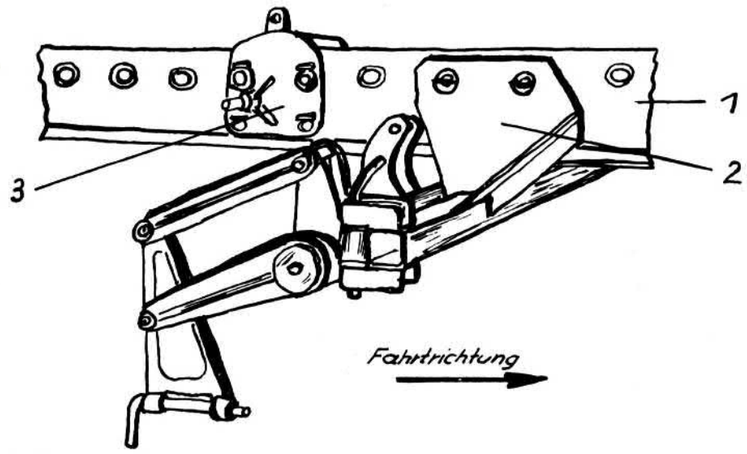

Abb. 1
Das Grundgestell (2) vom P 320 (Abb. 1) wird im 5. und 6. Loch von vorn am Geräteträgerholm (1) befestigt, so daß die Bügel nach hinten zeigen. Der zur Ausrüstung des Geräteträgers RS 09 gehörende Hydraulikbock (3) wird im 8. und 9. Loch von vorn befestigt, so daß die Aufnahmebolzen für den Hydraulikzylinder nach hinten versetzt stehen. Die Verbindung zwischen der Hubwelle und dem Grundgestell wird durch den Hydraulikzylinder hergestellt. Alle Verbindungen werden durch Bolzen und Federstecker geschlossen.